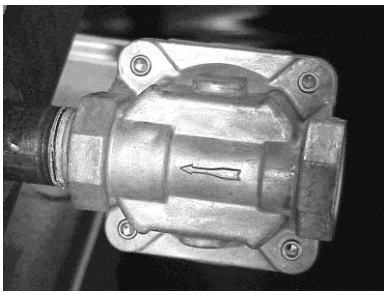
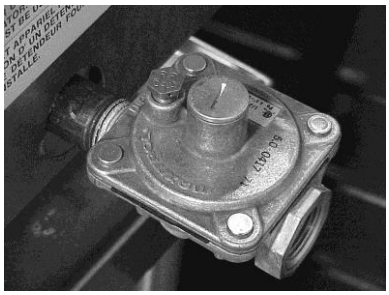

Fig. 2
Fig. 3
Ce gril est offert avec un régulateur de pression du gaz convertible préréglé à 10 cm de colonne d'eau (CE) pour le gaz naturel. Aucun réglage supplémentaire ne devrait être nécessaire. Installez le régulateur aussi près que possible du gril sur la conduite d'alimentation en gaz. Assurez-vous que la flèche au-dessous du régulateur est orientée dans la direction de la circulation du gaz au gril (Fig.2) et que le régulateur est placé avec le bouchon d'aération ainsi que le couvercle de la prise de conversion à droite (Fig. 3).